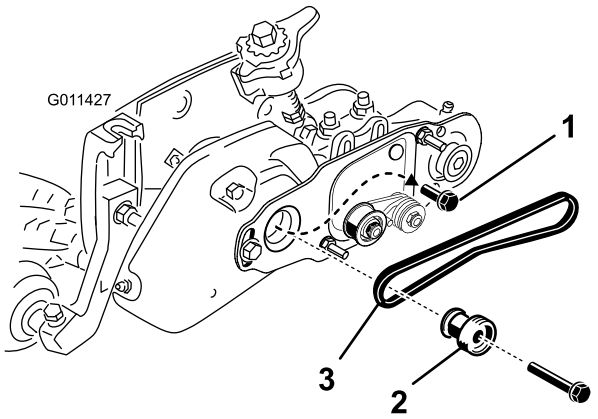

Figura 31
42. Togliete il bullone che fissa la puleggia dell'elemento grooming all'albero di trasmissione (Figura 31).
43. Inserite la puleggia motrice della spazzola nella puleggia motrice dell'elemento grooming e sull'albero di trasmissione (Figura 31). Verificate che le linguette della puleggia siano inserite nella scanalatura dell'albero di trasmissione.
(Figura 31). Serrate il bullone ad un valore compreso tra 46 e 54 N·m.